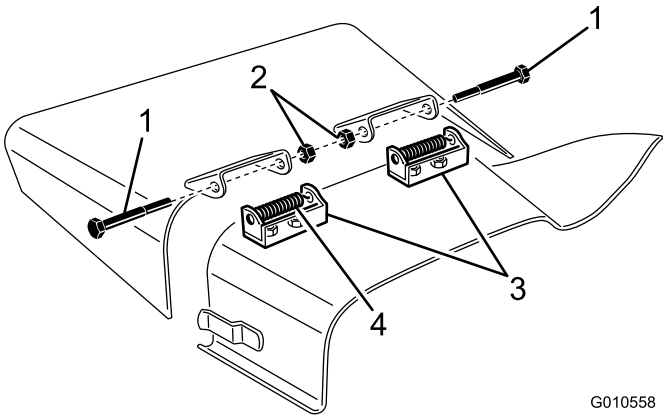

Figur 27
2. Fjern de 2 bolte, låsemøtrikkerne og fjedrene, som fastgør græsdeflektorerne til akselbeslagene (Figur 27).
3. Akselbeslagene fjernes ved at fjerne brædde-boltene og møtrikkerne (Figur 27).